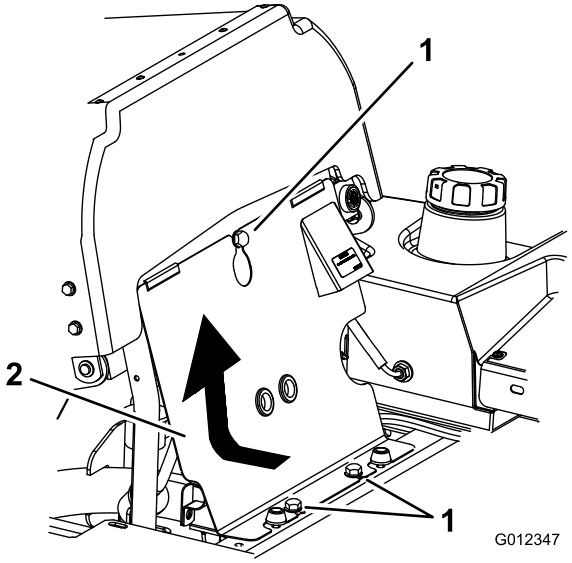

Figur 63
3. Vipp setet fremover, løsne boltene og ta bort det fremre motorpanelet (Figur 63).